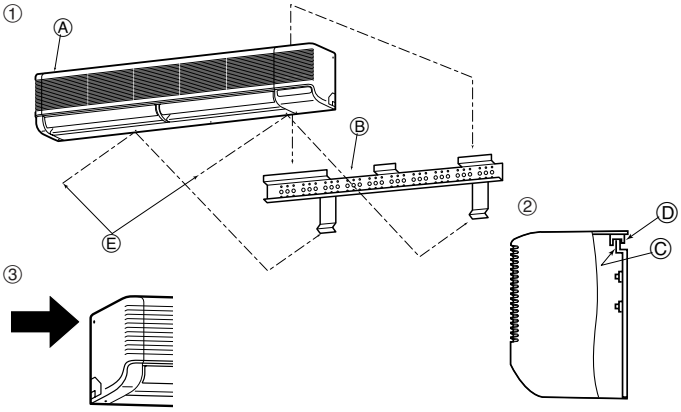

Fig. 3-11
3.4. Mounting the indoor unit (Fig. 3-11)
① Make sure to hang the metal catches of the indoor unit over the hooks of the wall mounting fixture.
② When the piping has been completed, use the securing screws to fix the indoor unit on the wall mounting fixture.